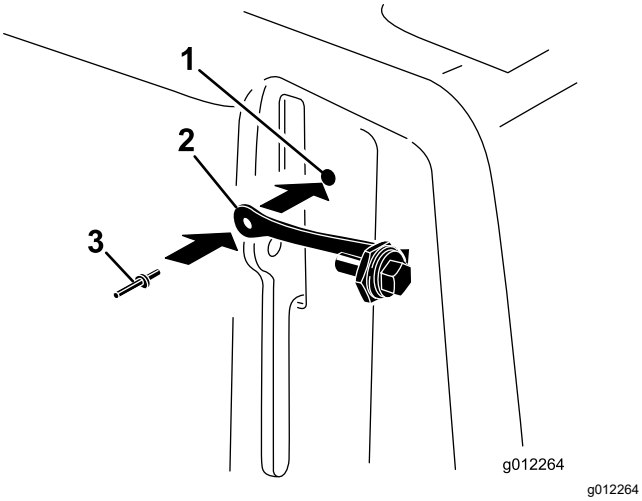

**Figure 7**
1. Locate the hole in the belt cover next to the latch lever (Figure 6 and Figure 7).
2. Using the hole in the belt cover, install the lanyard assembly with a pop rivet (Figure 7).